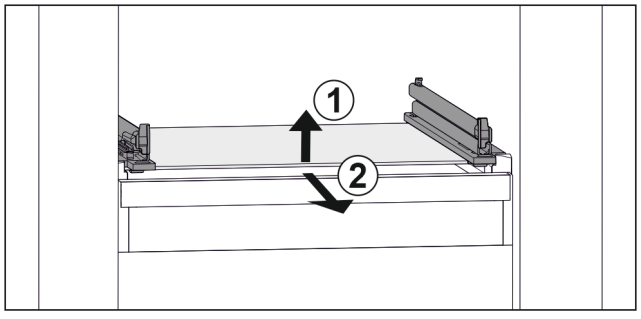

Fig. 36 Примерное отображение стеклянной пластины
▶ Приподнимите стеклянную пластину спереди. *Fig. 36 (1)*
▶ Извлеките стеклянную пластину движением вперед. *Fig. 36 (2)*